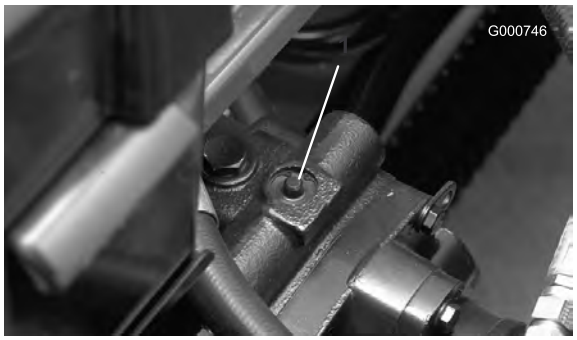

Figura 39
1. A válvula de derivação está localizada sobre a bomba de deslocação variável (Figura 39). Rode a válvula 90°, em qualquer direcção, para permitir a passagem do óleo internamente. Após este procedimento, torna-se possível deslocar lentamente a máquina sem danificar a transmissão.